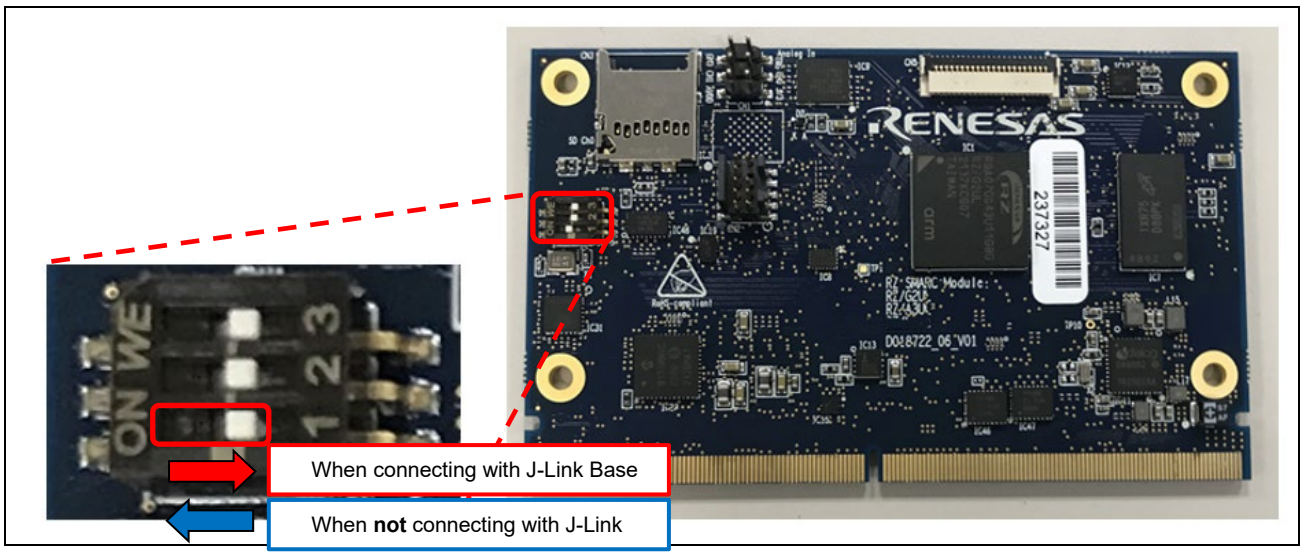

Figure 8.13 SW1 setting
5. Set SW1-1 to OFF as shown in Figure 8.13 to enable connectivity with the debugger.